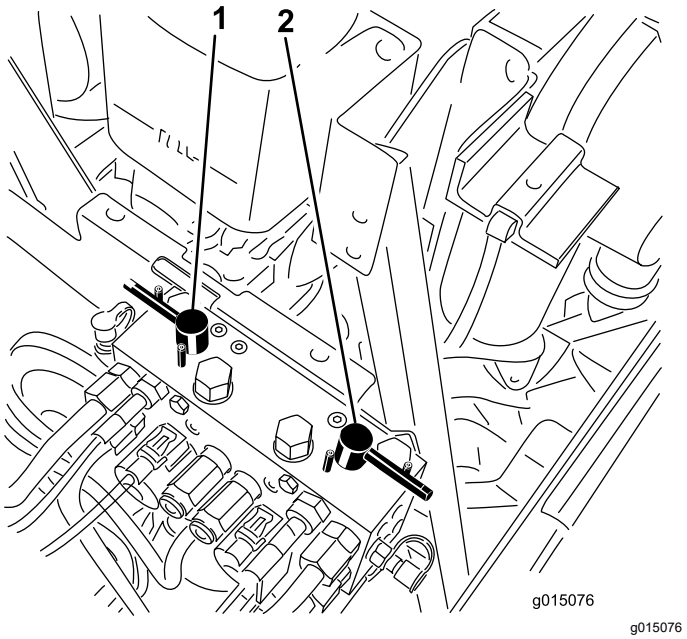

図 99
4. バックラップスイッチで前のカッティングユニット又は後ろのカッティングユニット、あるいは両方を選択する図 99。